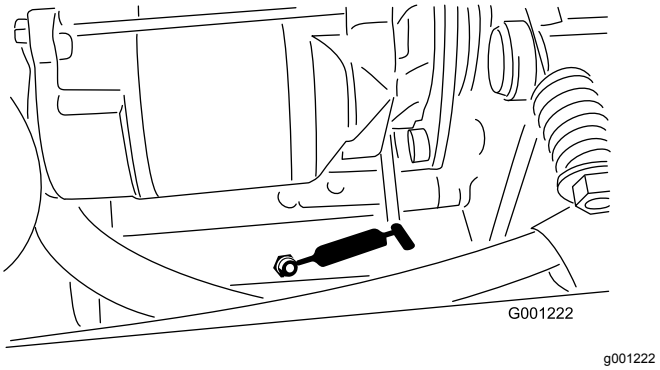

**Figur 39**
- Spændingsdrejetap til kraftudtag (Figur 39)
- Bageste kraftudtagsleje (Figur 39)